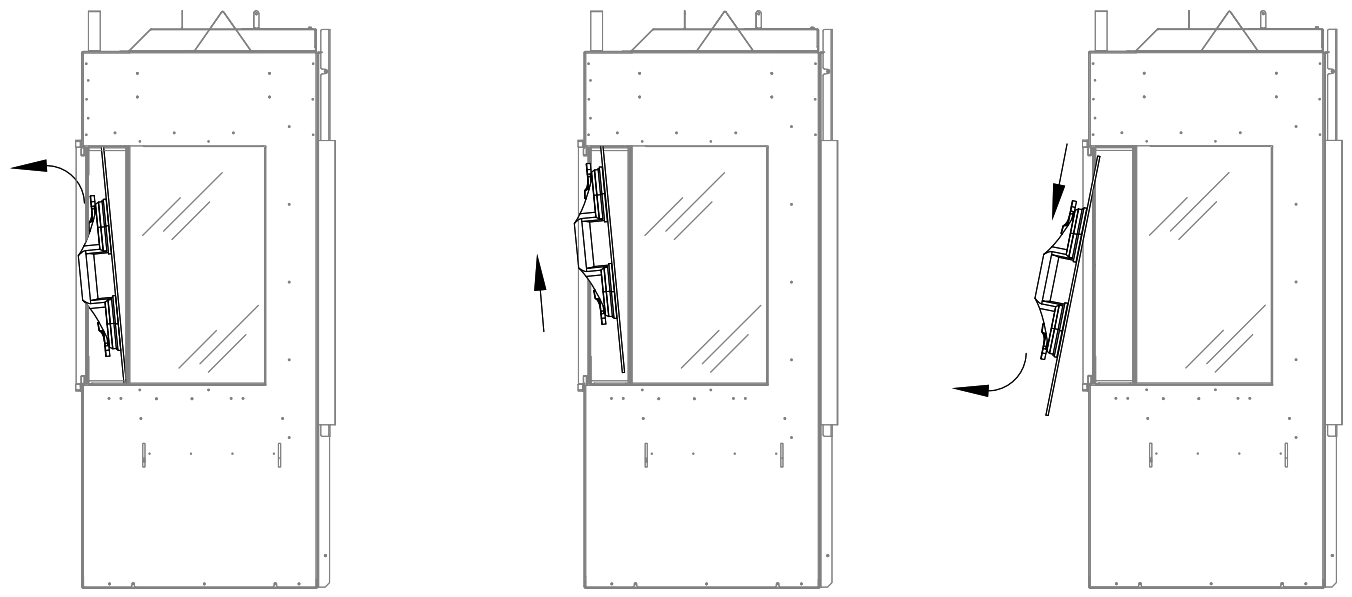

Figure 4.4 - Retrait des vitres du foyer
5. Commencez par soulever la vitre de façade et retirez-la, tel que montré à la Figure 4.4.